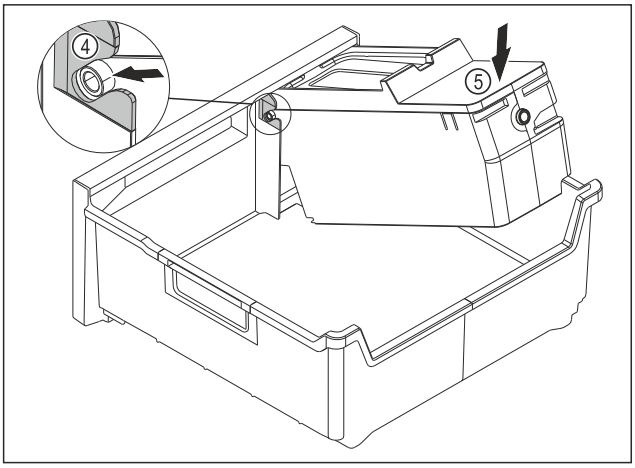

Fig. 186
▶ Montar el cuerpo del EasyTwist-Ice: Introducir los ejes del cuerpo del EasyTwist-Ice en las guías *Fig. 186 (4)*.
▶ Presionar el cuerpo del EasyTwist-Ice *Fig. 186 (5)* hacia abajo por detrás.